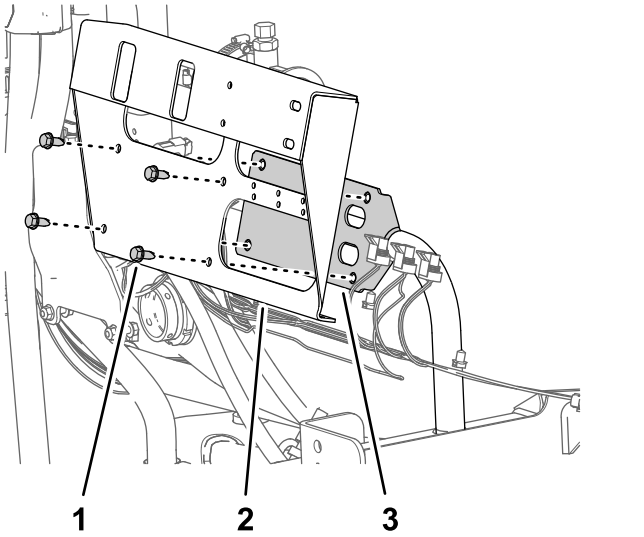

Figur 73
3. Afmonter de 4 flangehovedskruer (5/16 x 3/4 tomme), der fastgør sektionventilbeslaget fra ventilbeslaget, og fjern ventilbeslaget fra maskinen (Figur 73).